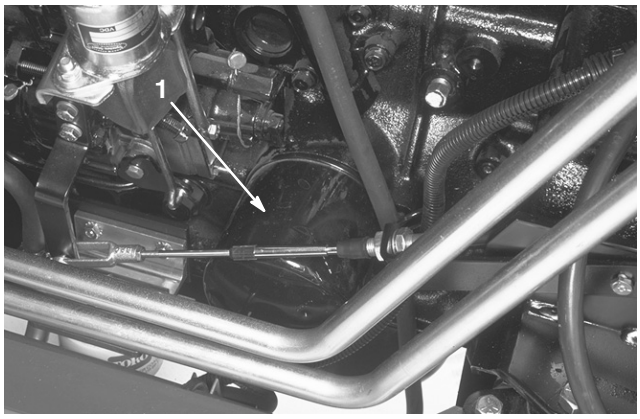

Figure 39
3. Remove drain plug and allow oil to drain into pan. Remove and replace oil filter (Fig. 39); refer to parts catalog for replacement number. Apply a coating of oil to the filter O-ring and tighten filter by hand.